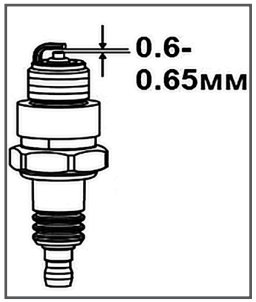

Рис.19 Свеча зажигания
4. Измерьте зазор между электродами свечи зажигания специальным щупом. Зазор должен быть 0,6-0,65 мм (Рис. 19). При увеличении или уменьшении требуемого зазора рекомендуется заменить свечу, так как регулировка зазора может привести к изменению качества искрообразования.